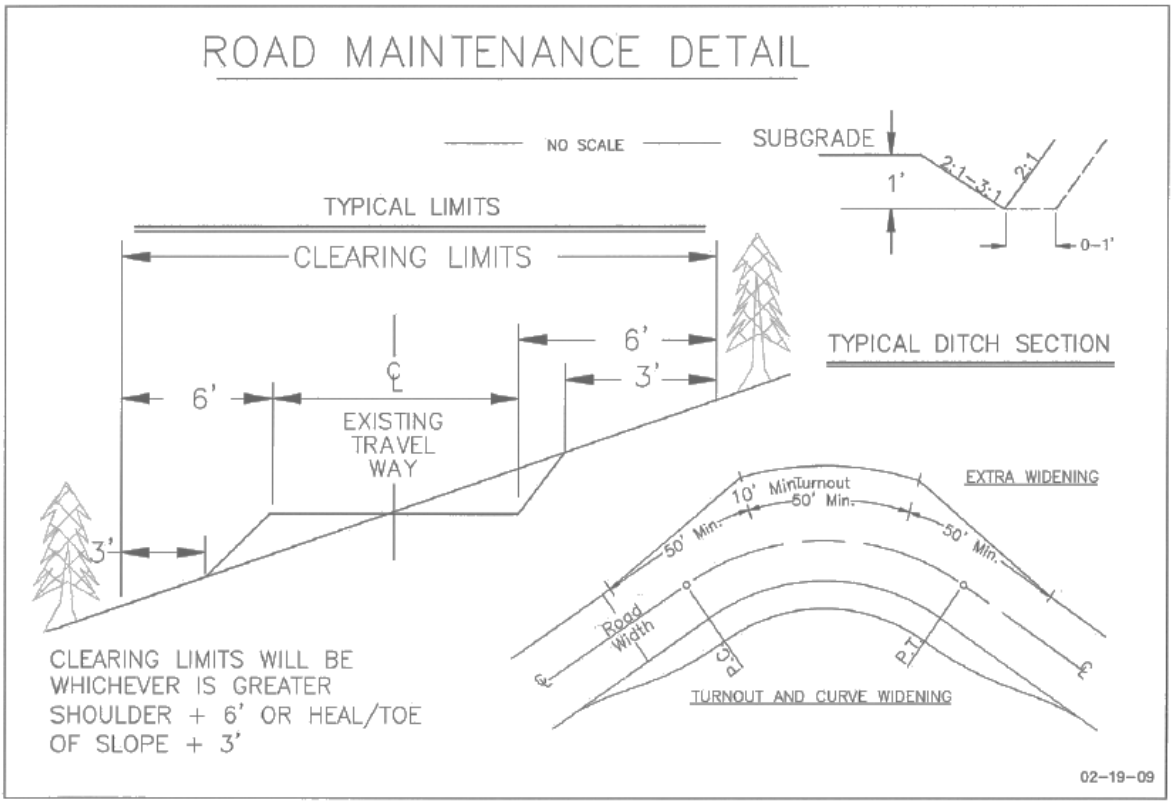

Figure 1: Vegetation clearing limits.
G. Trimming roadside vegetation (brushing) adequately, but not excessively, for sight distance and traffic safety. See Figure 1 below.